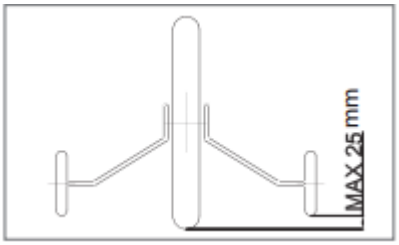

Fig. 2 – Minimum distance of the wheels from the ground.
1. Unscrew the nuts (4) from the rear wheel axle.
2. Assemble the mug guard (3, optional). Do not disassemble the stabilizers (1).
3. Assembly the following components from first to last: wheel arms (2) mud guard (3).
4. Set the training wheels so that there would be a 25 mm gap between the wheels and the ground (Fig. 2). Tightening force = 17 N m.